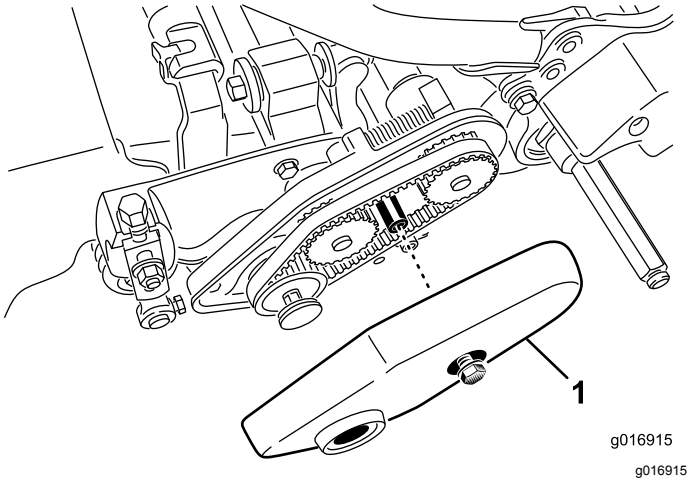

Rysunek 16
2. Poluzuj śrubę kołnierzową mocującą pokrywę paska i zdemontuj pokrywę paska, aby odsłonić pasek (Rysunek 16).